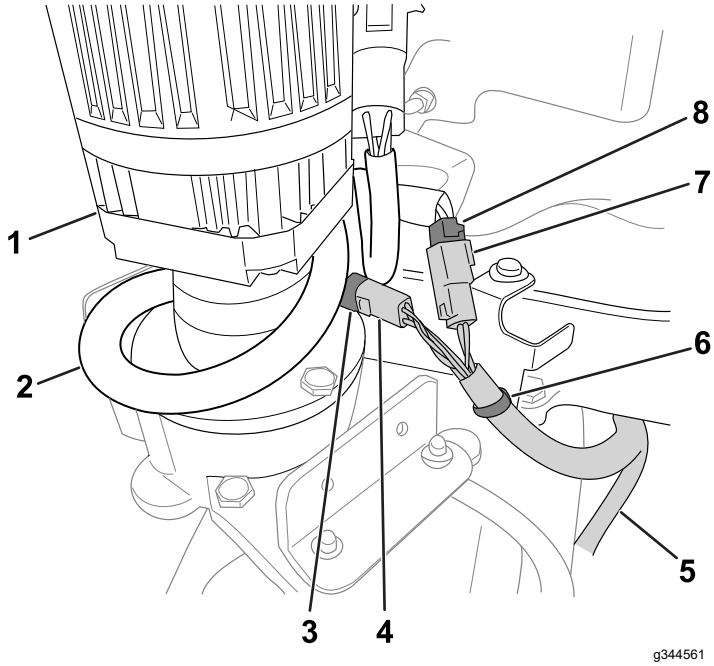

Figur 6
3. Dra växellådans återstående kablagekontakter mot styrmotorn (Figur 6)
4. Klipp av buntbandet som fäster maskinkablaget på fästet och se till att tryckfästet sitter på plats (Figur 6). Kassera buntbandet.
5. Anslut växellådans kontakter till maskinkablagets kontakter (Figur 6):
6. Linda den slakande delen av maskinkablaget runt styrmotorn enligt Figur 6.
7. Fäst växellådans kablage på tryckfästet med hjälp av buntbandet som medföljer satsen enligt Figur 6.